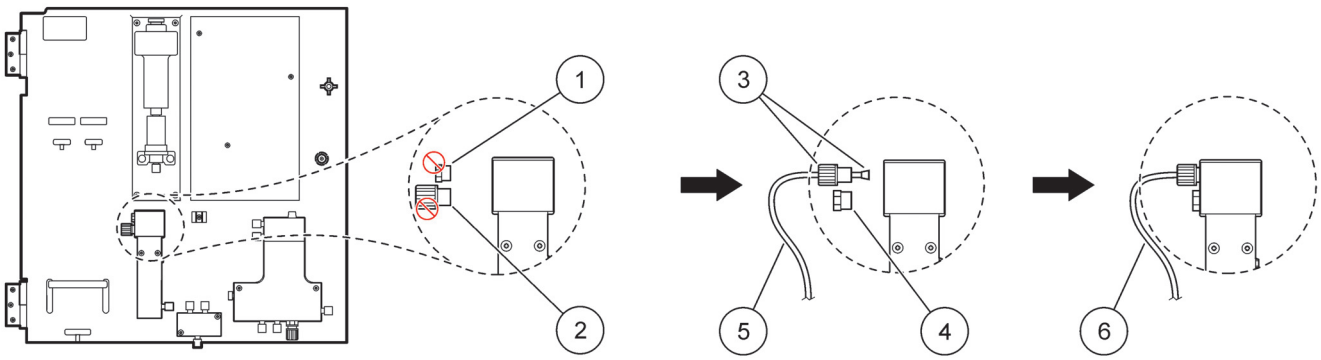

图 25 将第一个仪器修改为 2- 参数选项
请参考图 25 并按照说明连接 2- 参数配置。
1. 从溢流容器的顶孔上拆下小的绝缘塞 （项目 1，图 25）。从溢流容器的底孔上拆下大的连接装置 （项目 2）。丢弃塞子和连接装置。